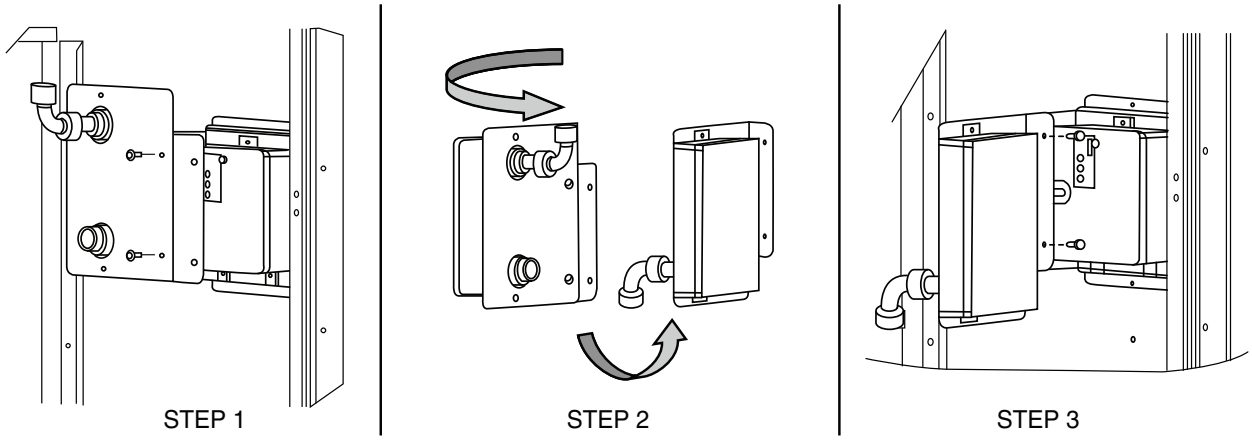

Fig. 60 — Completing Installation of Return Air Smoke Sensor
1. Unscrew the two screws holding the return air smoke detector assembly. See Fig. 60, Step 1. Save the screws.
2. Turn the assembly 90 degrees and then rotate end to end. Make sure that the elbow fitting is pointing down. See Fig. 60, Step 2.
3. Screw the sensor and detector plate into its operating position using screws from Step 1. See Fig. 60, Step 3.